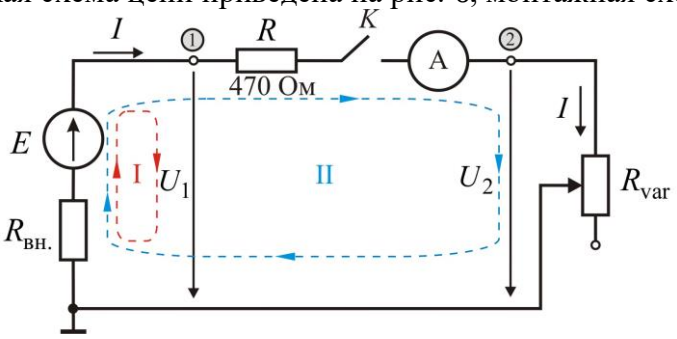
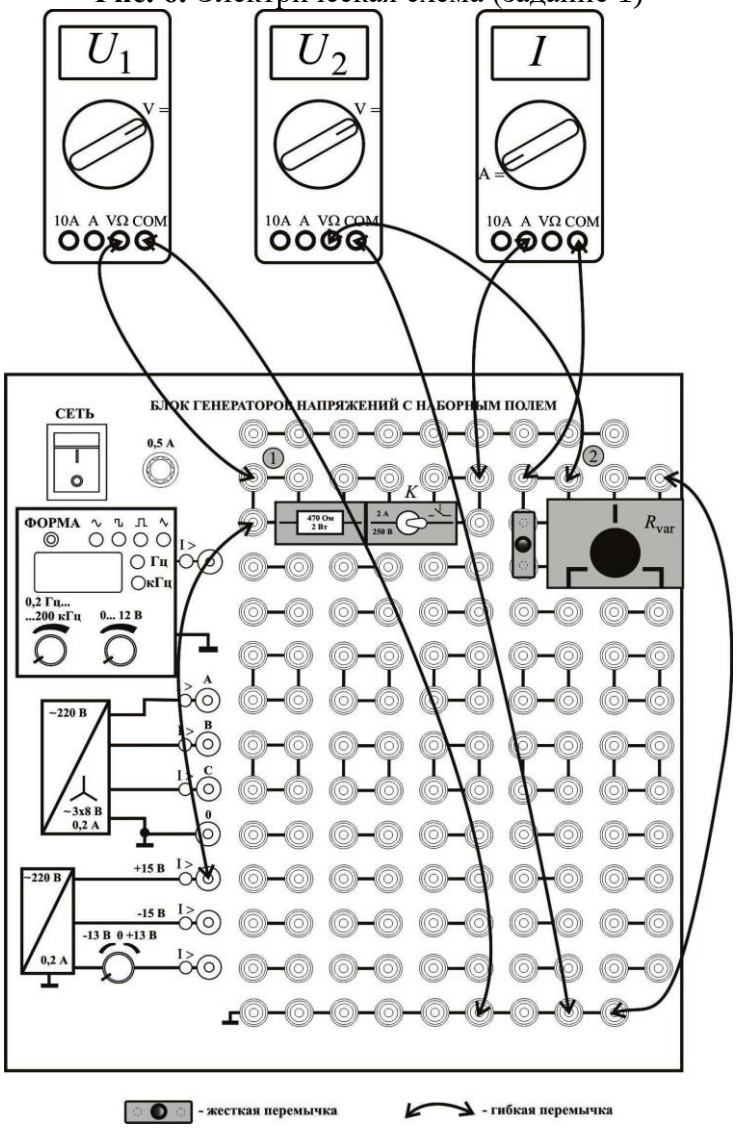

Рис. 6. Электрическая схема (задание 1)
Рис. 7. Монтажная схема (задание 1)
Электрическая схема цепи приведена на рис. 6, монтажная схема – на рис. 7.
На монтажной схеме к контрольной точке ① (см. рис. 6) подключен мультиметр, измеряющий напряжение источника U_1, к контрольной точке ② подключен мультиметр U_2, измеряющий напряжение на нагрузке.
3. Измерьте напряжение U_1 на холостом ходу (при разомкнутом ключе) и занести показание в первую строку таблицы 1. В режиме холостого хода численное значение напряжения U_1 совпадает с ЭДС источника E (см. рис. 6).
7. Рассчитать внутреннее сопротивление источника $R_{вн}$ из уравнения второго закона Кирхгофа $U_1^* + I_{кз} \cdot R_{вн} = E$ для контура I (см. рис. 6). Значения E, $I_{кз}$ и U_1^*